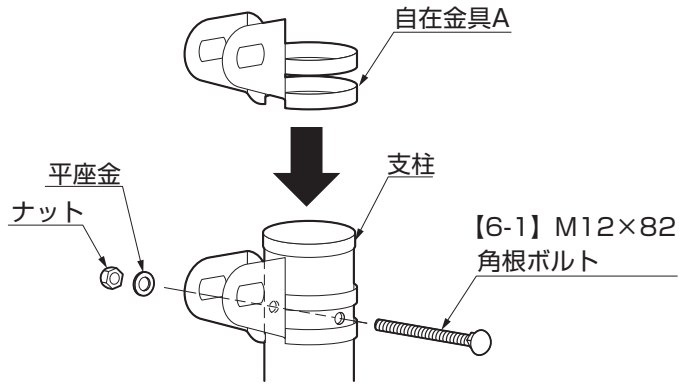

図4-1
①自在金具Aを端末の支柱上部に差入れ、【6-1】で仮締めして取付けてください。（図4-1参照）